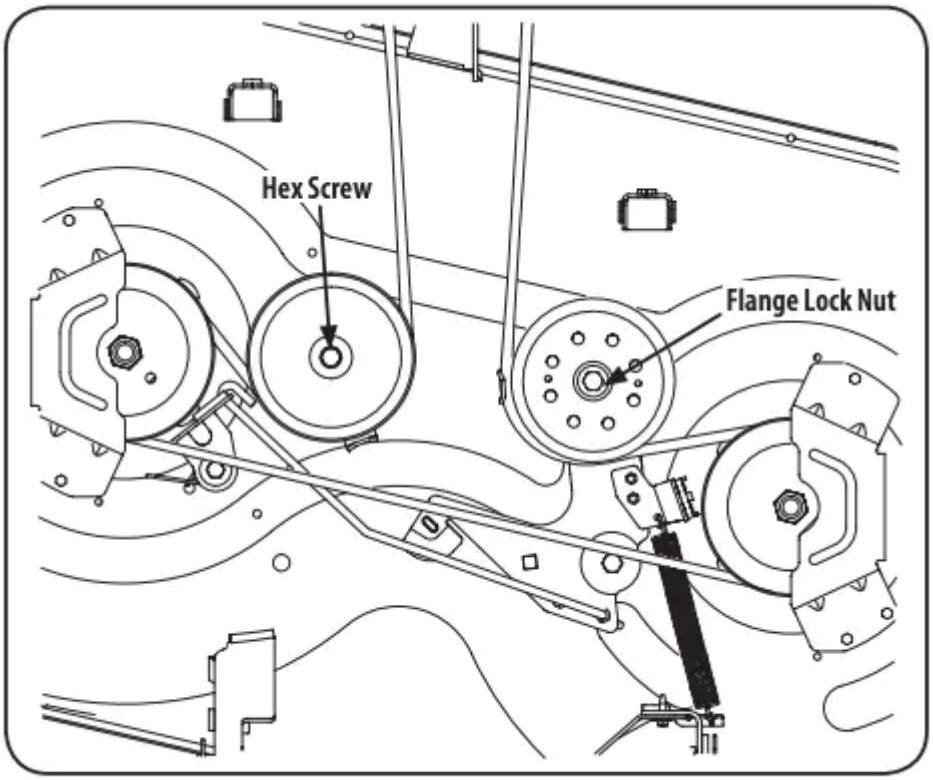
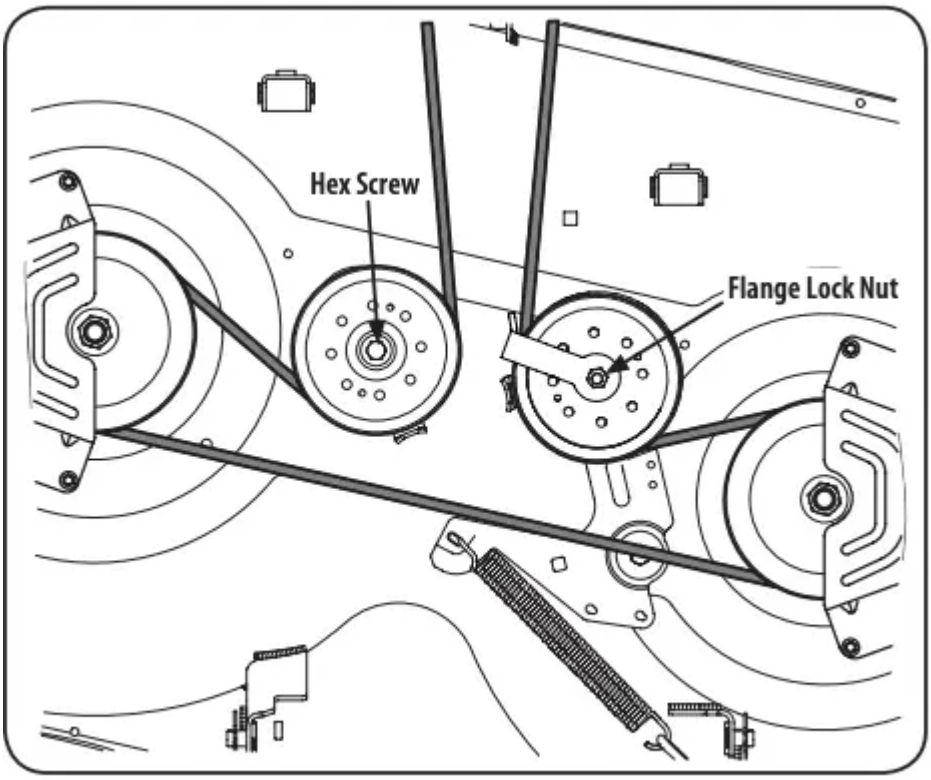
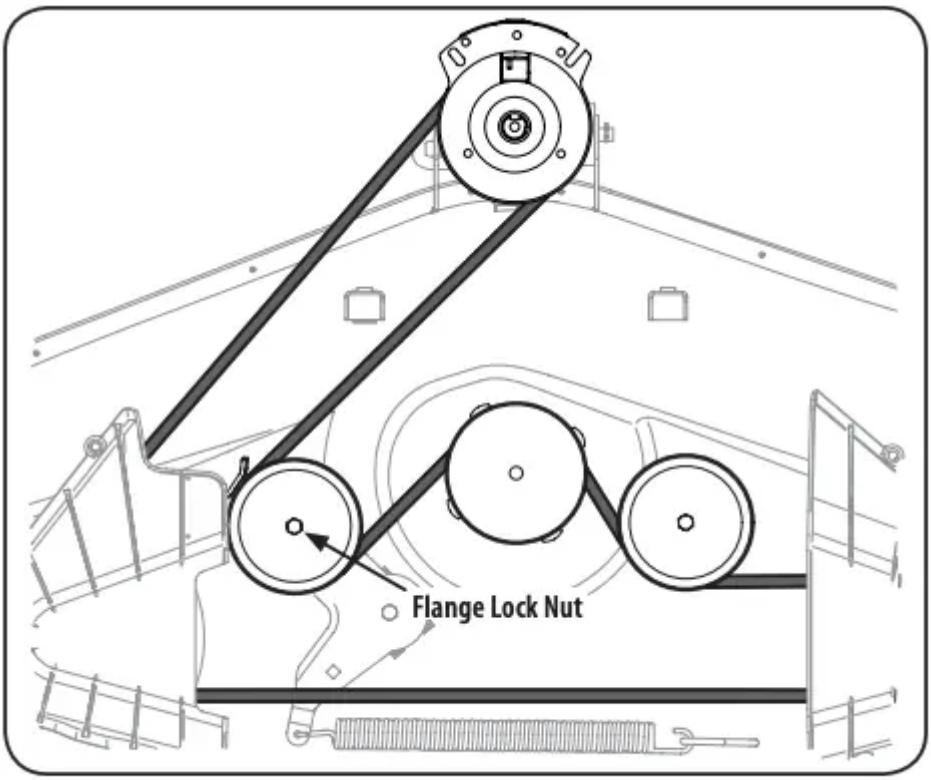

Figure 33
Figure 34
Figure 35
2. Loosen, but do not remove the flange lock nut on the left idler pulley for 50” and 54” Decks and the right idler pulley for 42” and 46” Decks. See Figure 33 for 42” Decks, Figure 34 for 46” Decks and Figure 35 for 50” and 54” Decks.